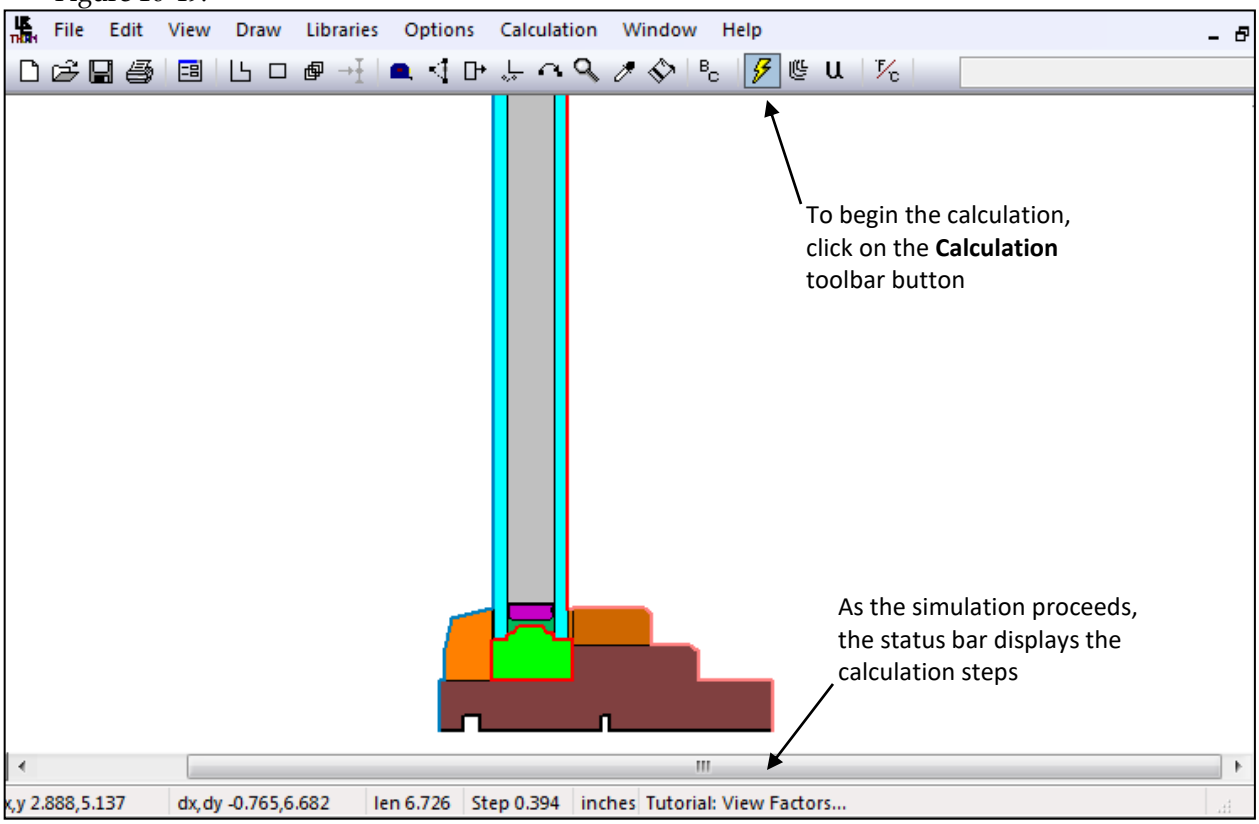

Figure 10-49. Click on the Calculation toolbar button; as the calculation proceeds, the steps will be displayed on the status bar.
- The status bar at the bottom of the THERM screen will display the steps of the calculation, as shown in Figure 10-49.